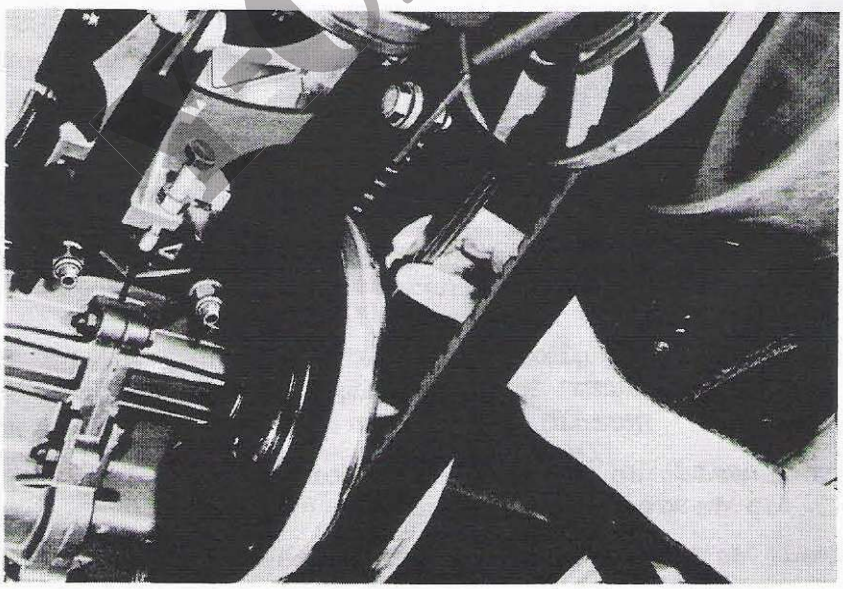

Afb. 2.10.1. Controleren van de schijfafstand
(1) Draai de twee bouten van de beschermplaat los en verwijder de beschermplaat.
(2) Meet met een voelermaat de afstand tussen de secundaire schijven (afb. 2.10.1.).